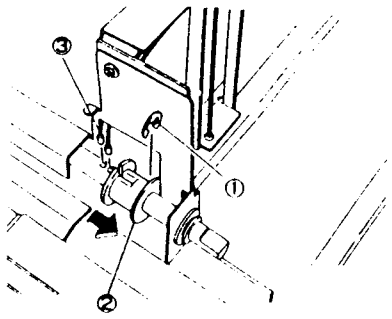

Рис. 4 NZM-0157
4. (Рис. 4): Снимите левый конец тросика.
①. Снимите E-клипсу.
②. Сдвиньте шкив тросика.
③. Снимите тросик.